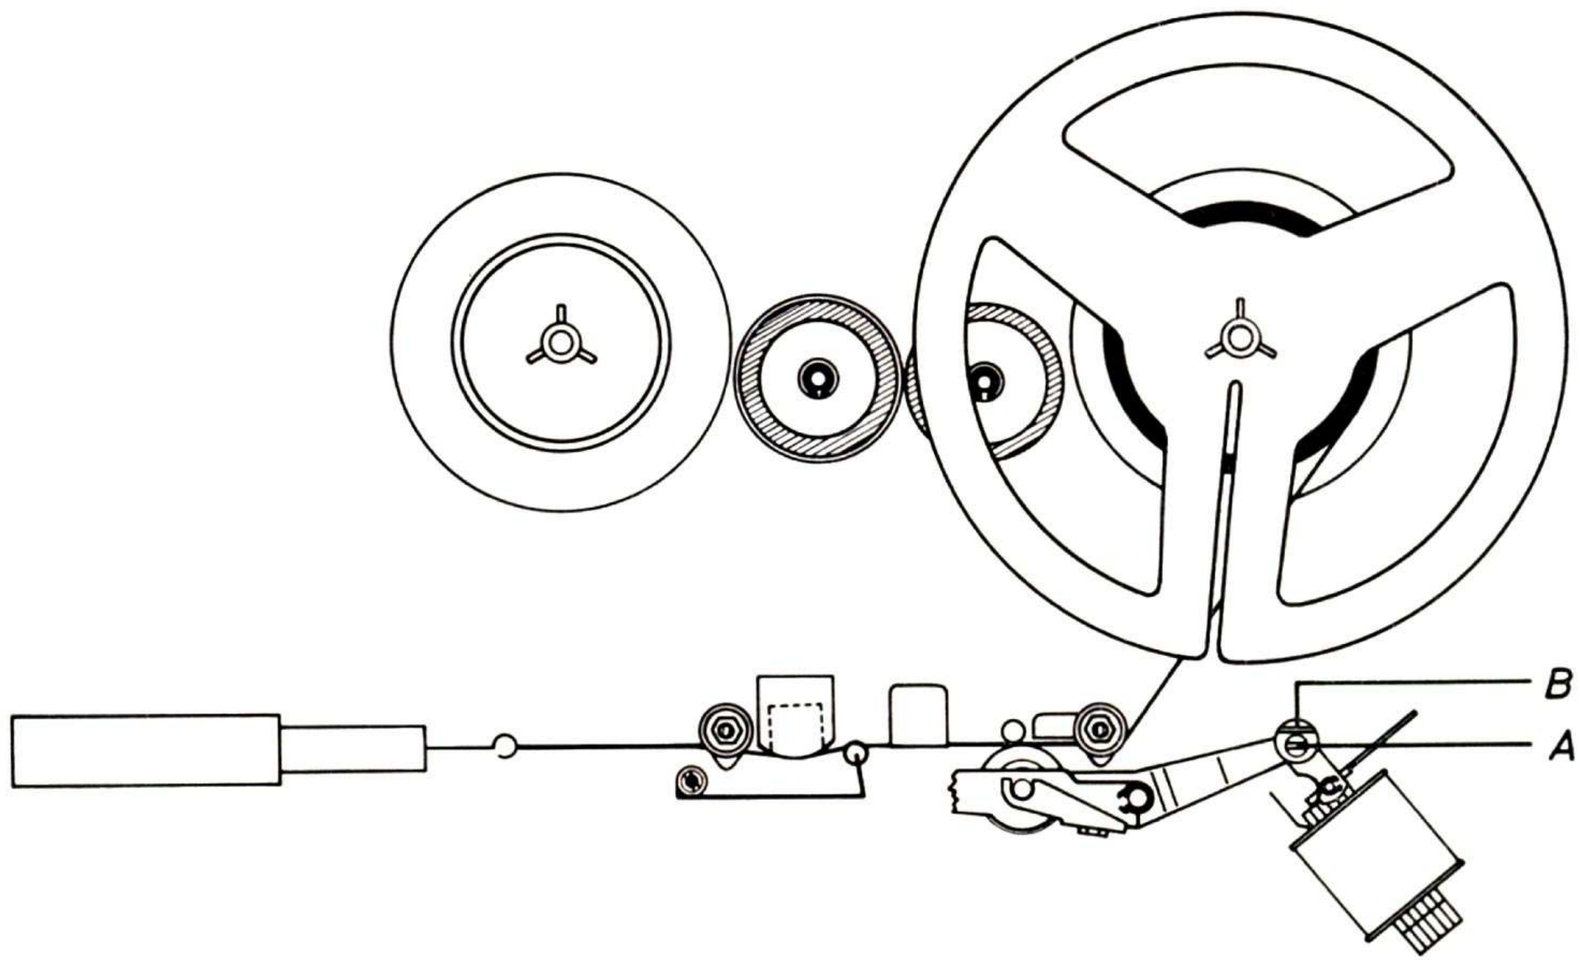

Fig. 8
1.4 Messung des Förderzuges (siehe Abb. 8)
1.4 Measuring the Winding Force (see Fig. 8)
1.4 Contrôle du système d'entraînement (voir fig. 8)